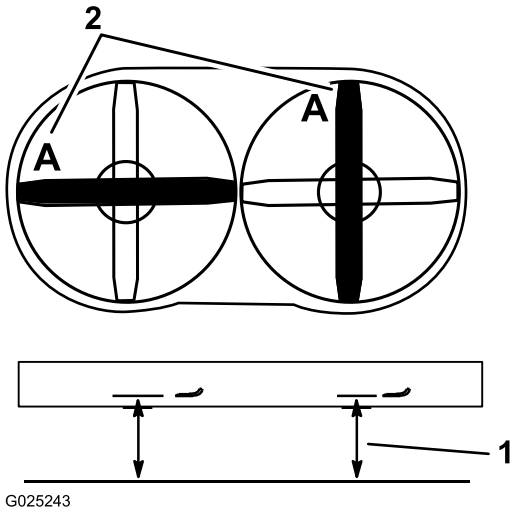

Figur 71
3. Roter én kniv som vist i Figur 71.
4. Mål fra en jevn overflate til kniveggen ved posisjon **A** på kniven (Figur 71). Merk deg dette målet.